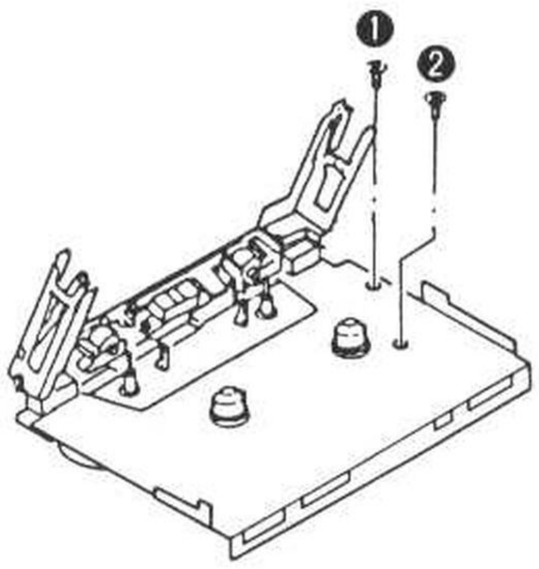

Fig. 1
2. Remove the 2 screws(❶ , ❷).(Refer to Fig. 1.)